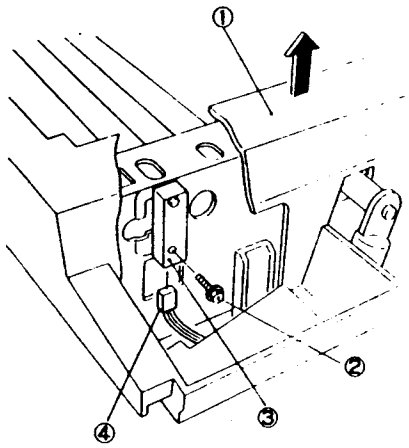

Рис. 2 NZM-0052
5. (Рис. 2): Снимите оптический датчик регистрации.
①. Немного приподнимите верхнюю крышку.
②. Отверните винт.
③. Снимите датчик регистрации.
④. Отсоедините P/J100.